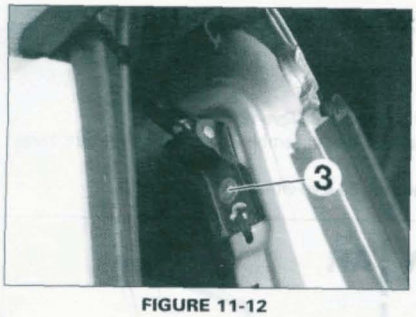

FIGURE 11-12
• Maintenir la porte à l'aide d'un autre opérateur puis déposer la vis (3) **(figure 11-12)**.